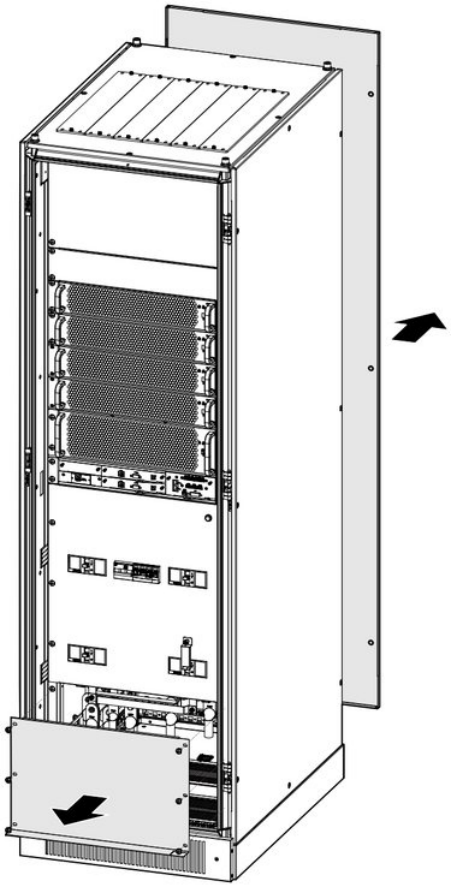

FIGURA 3-28 Rimozione della piastra di cablaggio inferiore e del pannello posteriore
1. Aprire la porta dell'UPS e rimuovere la piastra di cablaggio inferiore e il pannello posteriore, come mostrato nella Figura 3-28.